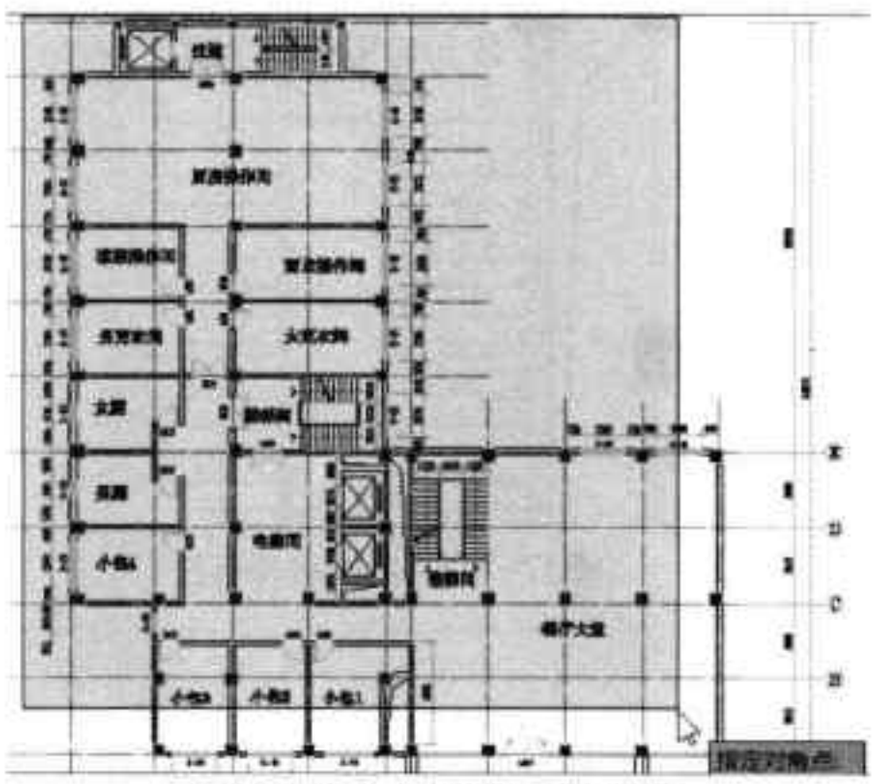

图17-123 选择整个平面图
Step26 执行“门窗 > 门窗表”命令，框选整个酒店平面图，如图 17-123 所示。